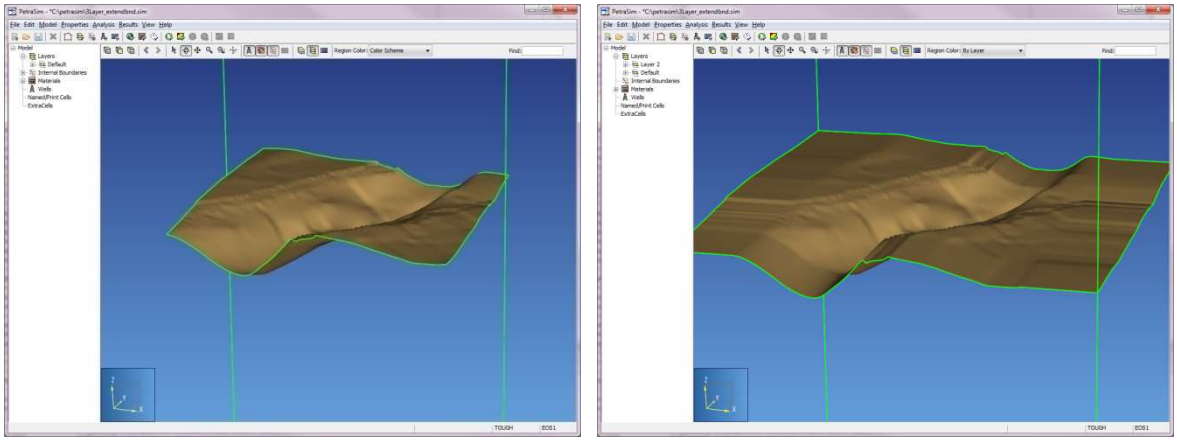

Figure 6-8: Example of extending an input file boundary
- Layer divisions should extend to the boundary of the model. If an input file does not do so, PetraSim will automatically extend the geometry to the boundary in the X,Y direction as shown in Figure 6-8. This may result in unintended geometric artifacts.